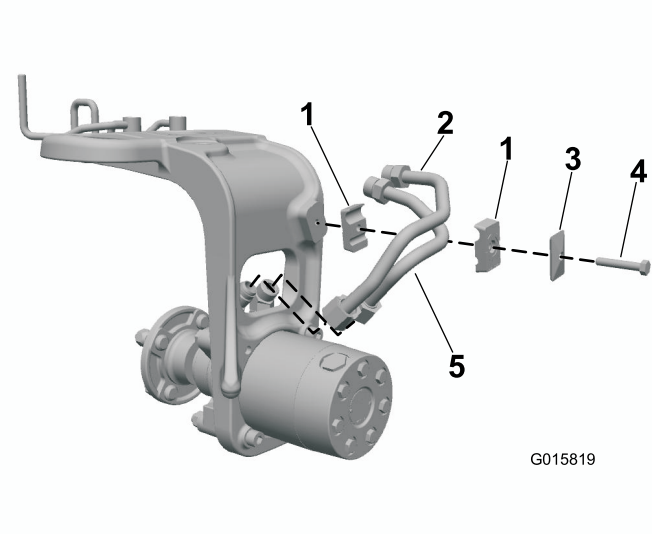

Figura 6
1. Instale sem apertar os tubos rígidos hidráulicos nas uniões do motor da roda (Figura 6).
2. Instale a braçadeira de tubos na forquilha da roda giratória. Ajuste este conjunto no encaixe adequado com os tubos hidráulicos e braçadeiras de tubos (Figura 6).
3. Prenda as braçadeiras de tubos com uma placa de cobertura e parafuso (5/16 x 1¾ pol.) como se mostra na Figura 6.